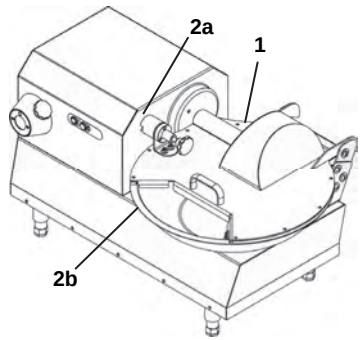

Abb. 1.8.1
Soll vor unbeabsichtigten Kontakt der Hände mit dem Werkzeug schützen (Abb. 1.8.1).
2. Mikroschalter (Abb. 1.8.1):